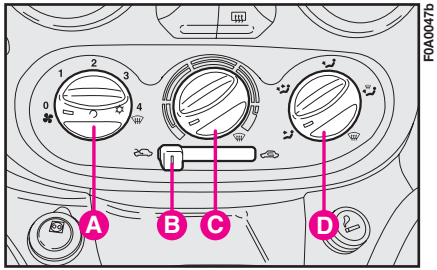

fig. 78
Si le véhicule est doté d'un climatiseur manuel, l'on conseille, pour accélérer le désembuage, de régler les commandes suivant les instructions ci-dessus et d'appuyer sur le bouton **A-fig. 78**.
COMMANDES fig. 78
ATTENTION Le climatiseur manuel est très utile pour accélérer le désembuage, car il élimine l'humidité de l'air. Il suffit de régler les commandes pour la fonction de désembuage (voir au chapitre précédent) et d'actionner le climatiseur manuel en appuyant sur la touche **A-fig. 78**.
5) Climatiseur: appuyer sur la manette **A-fig. 78**.